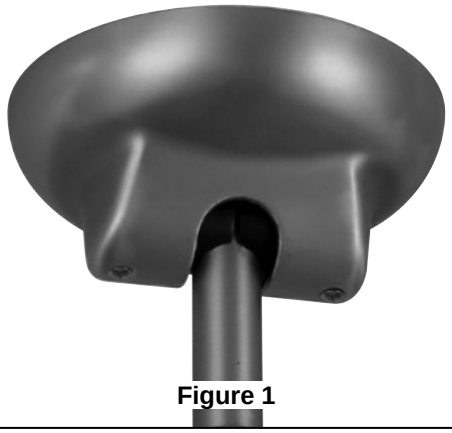

Figure 1
1. Securely attach the Canopy Housing to the Hanger Bracket using the two screws supplied with your fan (Figure 1)